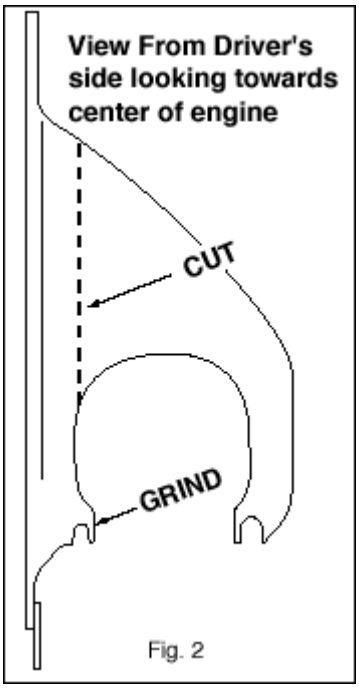

Fig. 2
6. Remove the steel bracket. Using a hack saw, abrasive cut-off wheel, or band saw, cut the bracket as shown in figure 2.Grind the bracket for clearance as indicated in Fig 2.Clean up the edges with a file or sander and repaint.